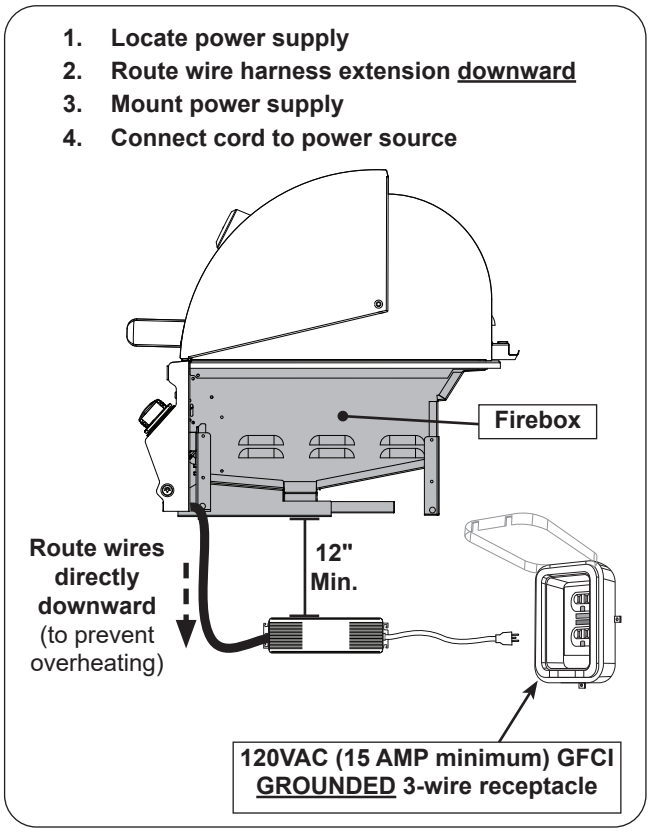

Fig. 28-2 Electrical installation
1. Route the power supply below the control panel and directly downward. This will prevent overheating. **DO NOT** route the harness below the unit firebox.See Fig. 28-2.
- located at least **12"** below the bottom of the unit (see Fig. 28-2)
3. Connect the power cord to a **120VAC (15 AMP minimum) GFCI GROUNDED three-wire receptacle** (see Fig. 28-2). The GFCI receptacle must be a WEATHER-PROOF IN-USE COVERED RECEPTACLE.